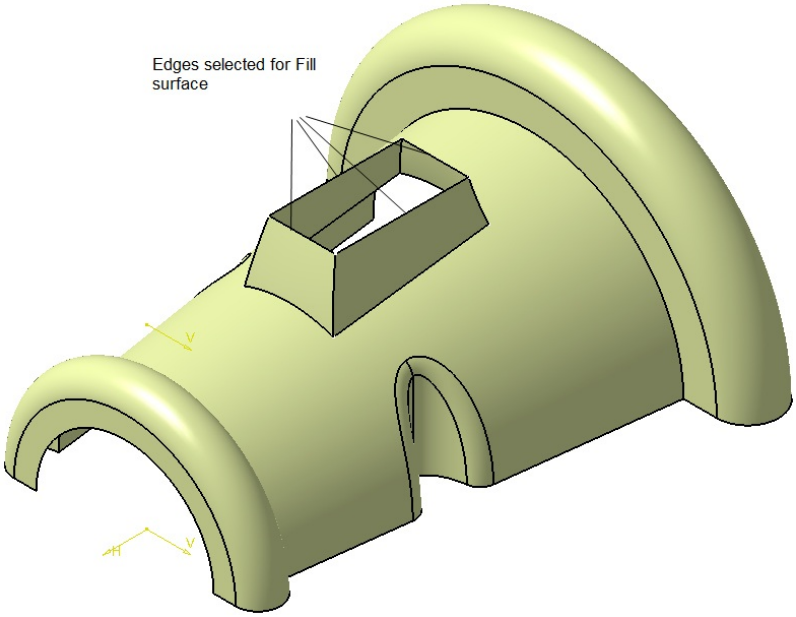

Figure 18-98 *Edges selected to create the fill surface*
2. Select the edges, as shown in Figure 18-98, to create the fill surface; the selected edges display a flag note for the closed counter in the graphics area.